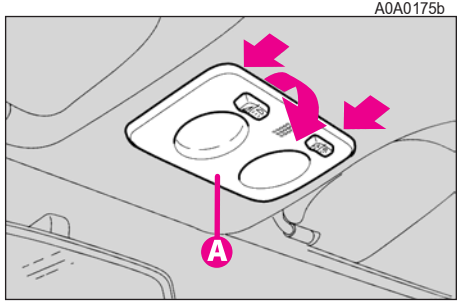

fig. 28
-scoateți unitatea de iluminare (**A**) apăsând în punctele indicate de săgeți (fig.28),apoi trageți în jos.